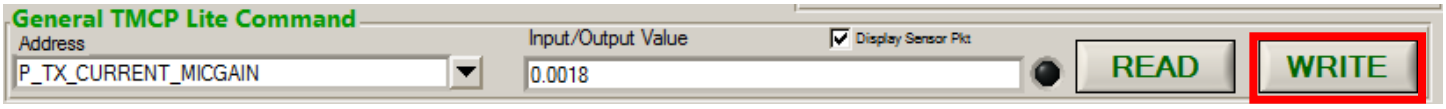

Figure 53 Adjusting P_TX_CURRENT_MICGAIN
5) Adjust **P_TX_CURRENT_MICGAIN** (typical 0.0018) until modulation analyzer reads 90% AM down mod (+/-1%) when MIC Key is engaged. (Figure 53)